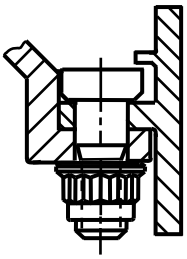

FIGURE 5 – SELF-LOCKING NUTS ON CAPTIVE BOLTS (DEE OR TEE HEAD)
c) Self-locking or free-running nuts assembled onto captive bolts (Dee or Tee head) (see Figure 5)